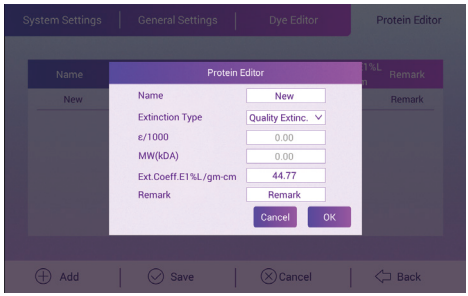

FIG.31
(1) Click "Base Spectrum Intensity Diagnosis" on the "Instrument Diagnosis" interface to enter the "Base Spectrum Intensity Diagnosis" interface, as shown in FIG.31.
(2) Add any reagents to the top of the base and click the "Test" button on the screen.
(3) After the test is completed, the spectrum in the upper right corner of the screen: UV, offset, visible are green "√", then the base spectrum intensity is normal; if there is a red "X" appears, please contact our company after-sales for solving the problem.